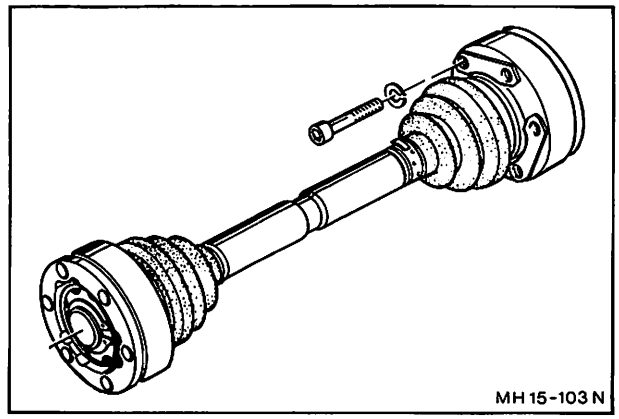

Abb. 126 Hinterachswelle
2. Hinterachswelle vom Antriebswellenflansch und -stumpf abbauen (je Flansch 6 Innensechskantschrauben und 3 Unterlegplatten), Abb. 126.